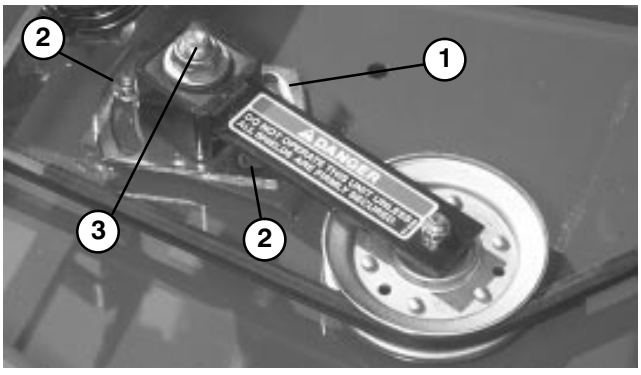

Figure 32
3. Loosen two nuts securing idler plate in place. Using a socket and torque wrench, tighten the idler adjusting nut to 25−30 ft−lb. (Fig. 32).